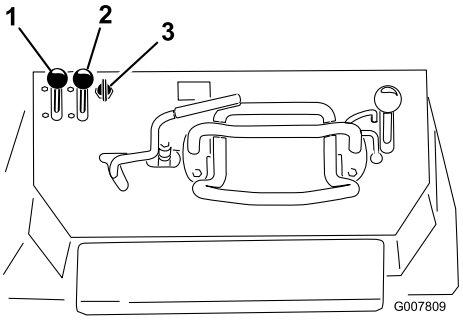

Bild 19
1. Schieben Sie den Gasbedienungshebel in die Mittelstellung zwischen Langsam und Schnell (Bild 19).
2. Schieben Sie den Chokehebel auf die Ein-Stellung (Bild 19).
- Modell mit Elektrostart: Drehen Sie den Schlüssel in die Ein-Stellung (Bild 19). Lassen Sie den Schlüssel los, wenn der Motor anspringt.
4. Schieben Sie den Chokehebel langsam auf die Aus-Stellung (Bild 19). Schieben Sie beim Absterben
5. Schieben Sie den Gasbedienungshebel auf die gewünschte Stellung (Bild 19).
1. Stellen Sie den Gasbedienungshebel auf die Langsam-Stellung (Bild 19).
3. Drehen Sie den Zündschlüssel auf die Aus-Stellung (Bild 19).